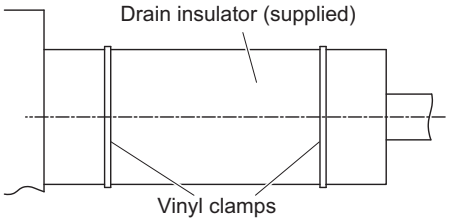

Fig. 2-193
(2) After checking the drainage, wrap the supplied packing and drain pipe insulator around the pipe, then secure it with the supplied clamps. (Fig. 2-193)